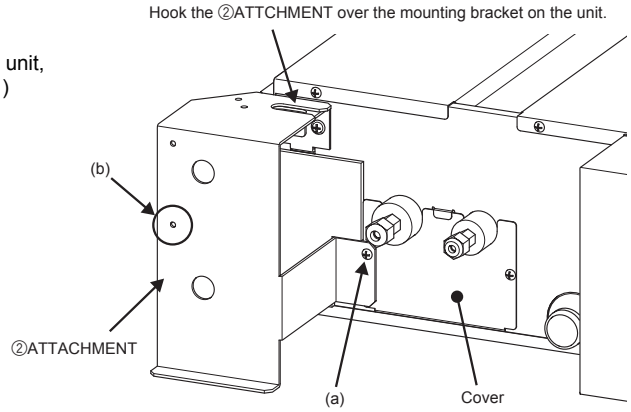

Fig. 1
(1) Unscrew the (a)screw on the unit cover, hook the ②ATTACHMENT over the mounting bracket on the unit, and screw it on to the unit with the (a)screw. (Fig. 1)
(2) Temporarily screw in the ⑦SCREW in the hole (b) on the ②ATTACHMENT. (Fig. 1 and 2)